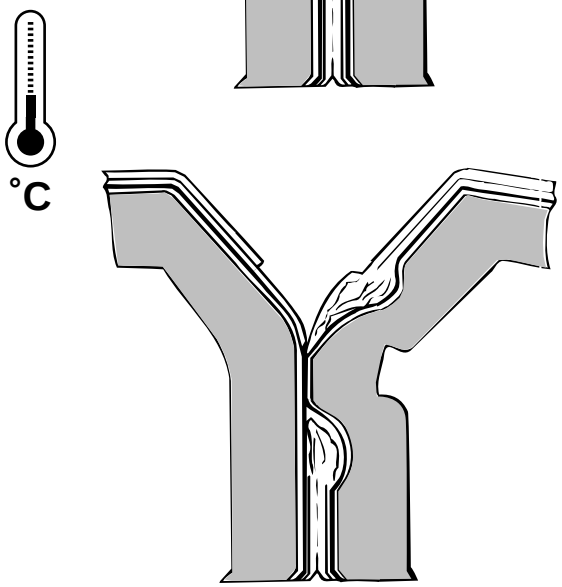

fig.3
- la soldadura se queda intacta pero se produce un decapado entre las dos capas internas (fig. 3).
Aumentar la potencia del TPIH en pasos de 20 divisiones de la escala y comprobar hasta que se alcancen las condiciones de la fig. 2 o de la fig. 3, ver la sección Configuración de la potencia de soldadura transversal TPIH.